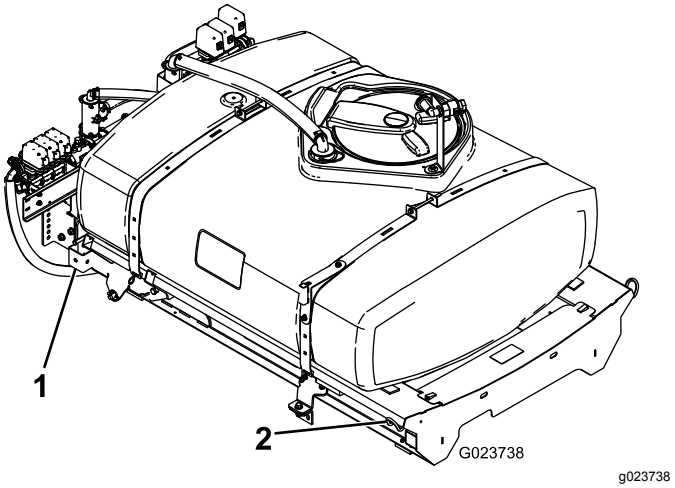

Figur 8
1. Løft tankens glideramme ved hjelp av en løfteanordning (Figur 8), og posisjoner over kjøretøyrammen slik at pumpe- og ventilenhetene vender bakover.